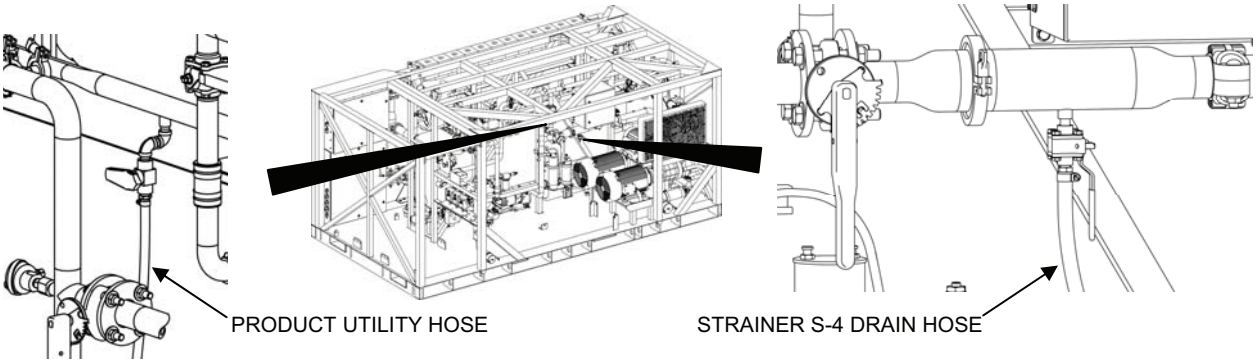

Figure 16. Product Utility Hose and Strainer S-4 Drain Hose.
2. Coil the product utility hose and the Strainer S-4 hoses together and secure to the TWPS using an 18-in. hook and loop strap (Figure 16).